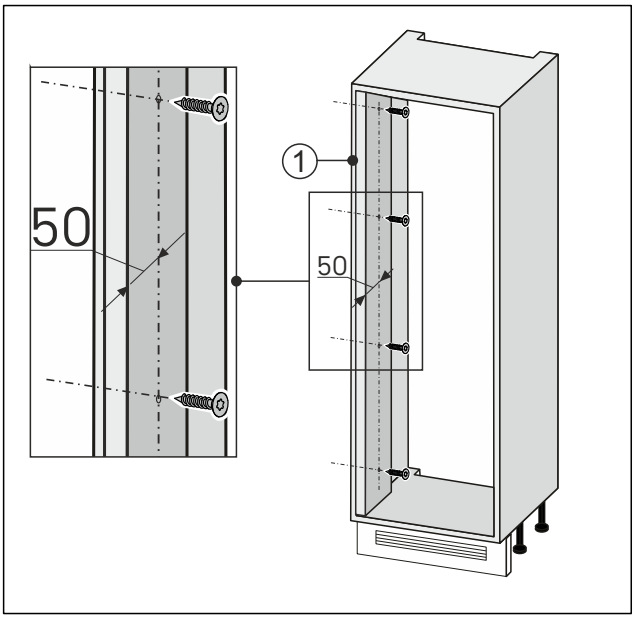

Fig. 88
▶ Stěnové vyrovnání na straně otevírání dveří *Fig. 88 (1)* přišroubujte k nábytkovému výklenku.